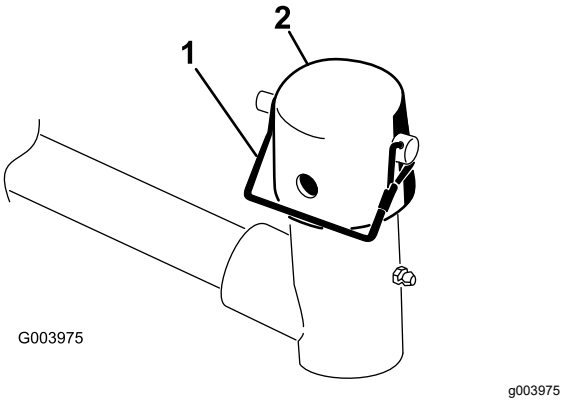

**Figur 6**
7. Fjern låsestiften og hetten fra løftearmens dreiegaffel (Figur 6).
**Merk:** Bruk åpningen hvis en klippeenhet med styring er ønsket eller bruk hullet hvis klippeenheten skal være i låst posisjon (Figur 6).